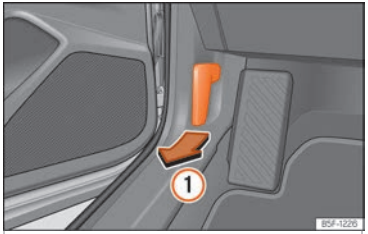

Fig. 221 Palanca de desbloqueo en el espacio reposapiés del conductor.
- Abra la puerta y tire de la palanca que hay debajo del tablero de instrumentos ››› fig. 221 ①.